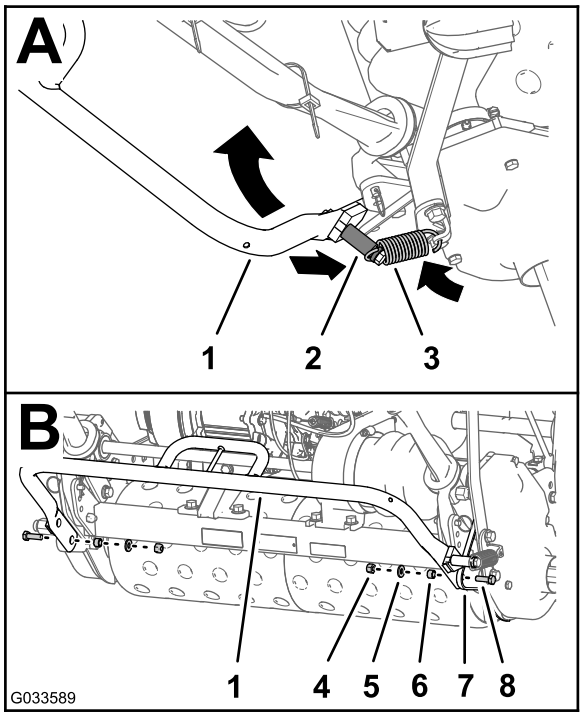

Bild 8
12. Setzen Sie das freie Ende der Feder auf die Federstrebe des Ständers (A in Bild 8).
13. Befestigen Sie den Ständer mit den Sicherungsmuttern, Scheiben, Distanzstücken und Schrauben (5/16" x 1"), die Sie in Schritt 1 aufbewahrt haben, an den Seitenplatten (B in Bild 8).